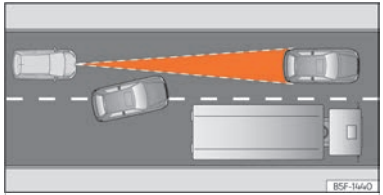

Fig. 119 Vehicle changing lanes.
- Vehicles that move into your lane, a short distance from your vehicle ››› Fig. 119.